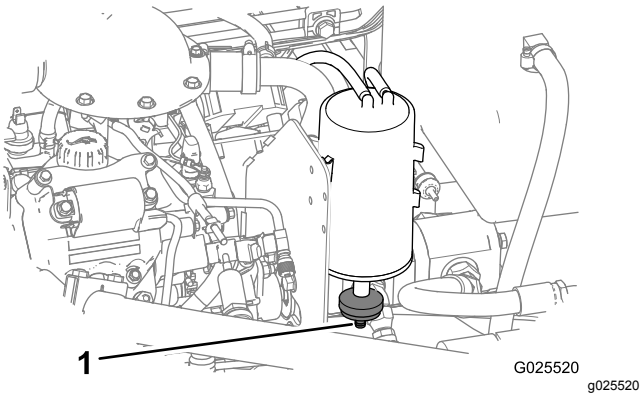

**Figur 47**
1. Finn luftfilteret på undersiden av karbonsylinderen (Figur 47).